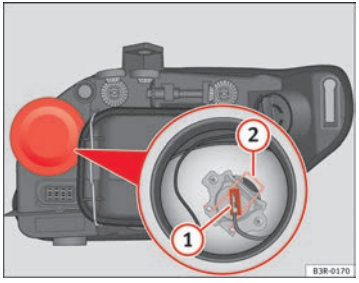

Fig. 193 Main beam headlights
- Remove the connector ⇒ fig. 193 (1) from the bulb.
- Press the spring ⇒ fig. 193 (2) inwards and to the right.